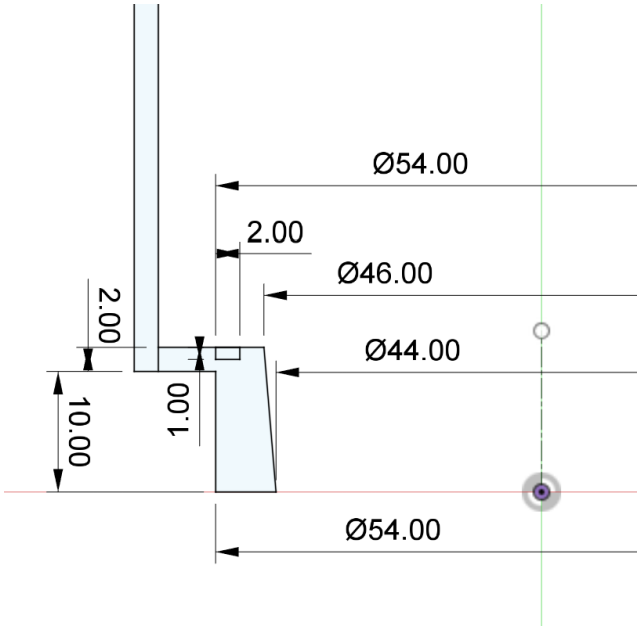

Figure 5. Locating geometry by numeric and geometric constraints.
5. Add the diameter dimensions shown in Figure 5 by selecting the centerline as one of the selections.
All of the lines in Figure 5 should be fully constrained.